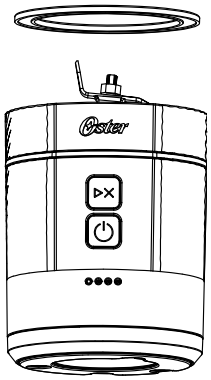

Figura 7
- Certifique-se de que o anel de silicone esteja inserido na base do motor (Figura 7) e que a superfície plana do anel de silicone esteja voltada para cima.